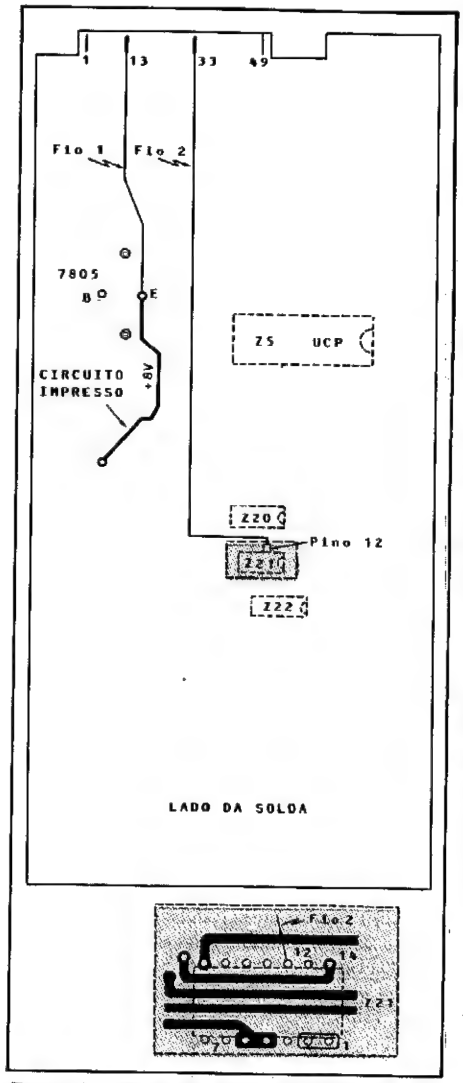

Figura 3 – Placa da UCP do D-8000 vista por baixo; observe o destaque feito do Z21 visto por baixo, com detalhe da ligação do fio nº 2.
- Figura 3 – placa da UCP do D-8000 vista por baixo (lado da solda);
Continue na figura 2 e localize os integrados Z21 e Z22. Vire a placa ao contrário. Agora, observando a figura 3 (a mesma placa vista pelo lado da solda), localize o pino 12 de Z21. Solde um fio fino com isolação entre este pino e o pino 33 (vago) do soquete de expansão.